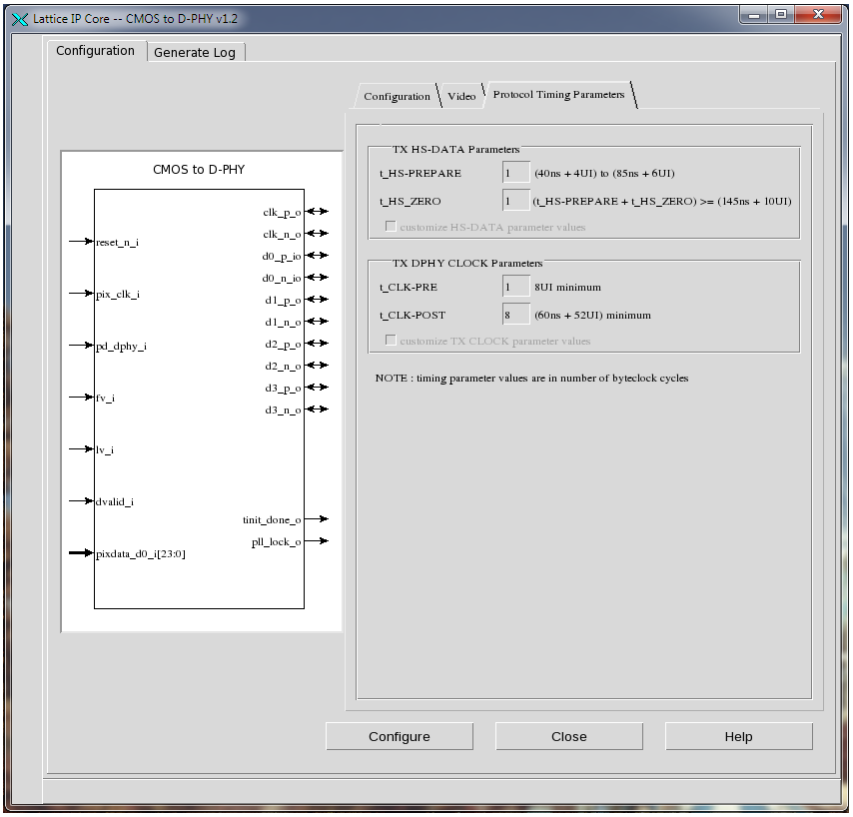

**Figure 4.7. Protocol Timing Parameters Tab in IP User Interface**
6. Go to **Protocol Timing Parameters** tab shown in Figure 4.7. Values are initially automatically computed. Input valid values in the required fields if customization is desired.